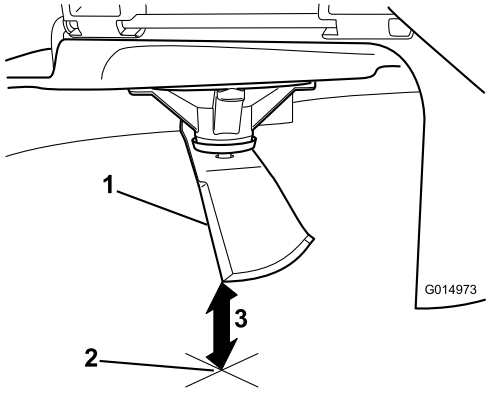

Figur 56
5. Mät från knivspetsen till den plana ytan (Figur 56).